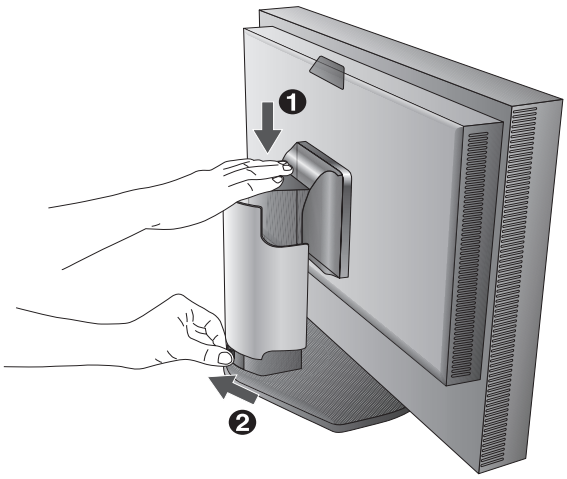

Figura B.1
3. El ajuste de la altura se fija mediante el botón de bloqueo. Coloque una mano en la parte superior del monitor para empujar la pantalla y situarla en la posición más baja. Deslice el botón de bloqueo para desbloquearlo (**figura B.1**).